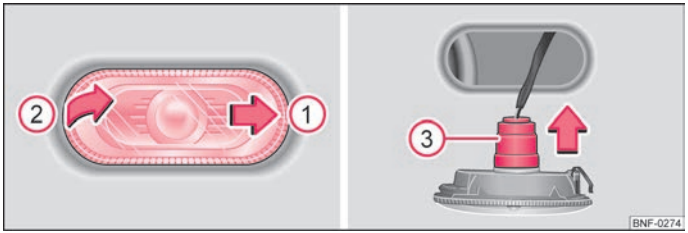

Fig. 120 Right side: Replacing the bulb for the flashing light
– Push the side flashing light in direction of arrow ① ⇒ Fig. 120.
– Prise the flashing light from the body in the direction of the arrow ②.
– Pull out the lamp holder in the direction of arrow ③.